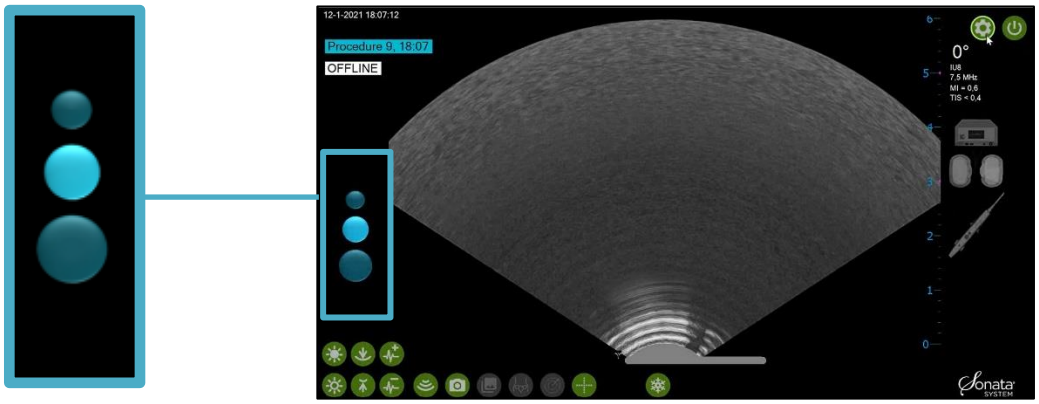

Afbeelding 4-3. Voorinstellingen echografische beeldvorming.
- Selecteer de voorinstelling voor echografische beeldvorming die geschikt is om de marge van de tunica serosa te visualiseren; zie afbeelding 4-3.